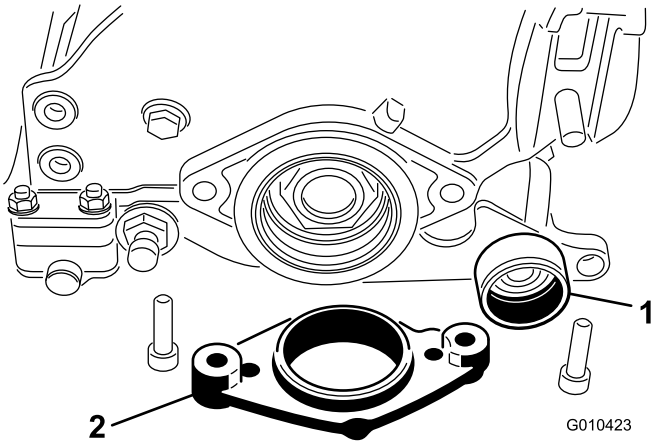

Figura 9
6. Applicate del grasso alla guarnizione nel supporto del cuscinetto della piastra laterale destra e all'estremità dell'albero grooming (Figura 9).
7. Inserite l'altra estremità dell'albero grooming all'interno del supporto del cuscinetto della piastra laterale destra (Figura 9).
8. Inserite il supporto motore sulla piastra laterale (Figura 9).
9. Fissate il supporto motore e la piastra laterale all'estremità destra dell'apparato di taglio con i 2 bulloni e dadi precedentemente rimossi (Figura 9).